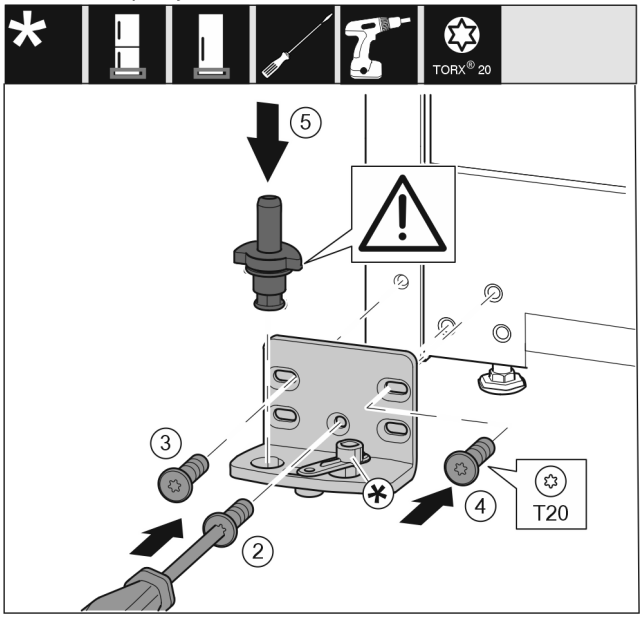

Fig. 16
▶ Ležajni podstavek namestite na drugo stran in ga po s pomočjo izvijača. Pričnite z vijakom *Fig. 16 (2)* spodaj na sredini.
▶ Privijte vijak *Fig. 16 (3)* in vijak *Fig. 16 (4)*.
▶ Vstavite ležajni sornik *Fig. 16 (5)* do konca. Pri tem pazite na to, da je zaskočni zapah obrnjen nazaj.